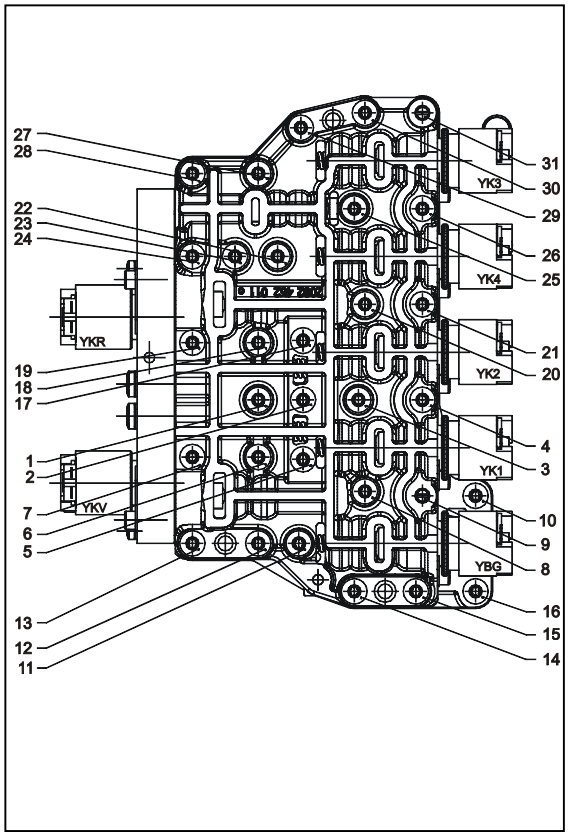

Figura 24
Monte los tornillos de ajuste (S) en las posiciones 9 y 31 (véase figura 24, página 8/8).
Fije la unidad de control mediante el uso de tornillos cilíndricos (pos. 1 a 8 y 10 a 30 en orden ascendente; véase figura 24).
Retire los tornillos de ajuste (pos. 9 y 31, véase figura 24) y sustitúyalos por tornillos cilíndricos.
A continuación, vuelva a apretar todos los tornillos cilíndricos (pos. 1 a 31) en orden ascendente (véase figura 24).